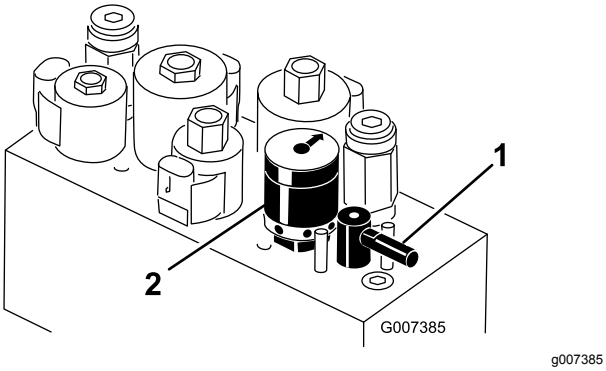

**Figuur 57**
4. Zet de wethendel in de stand 'R' (Figuur 57).
5. Draai de toerentalregeling van de messenkooien op instelling 1 (Figuur 57).